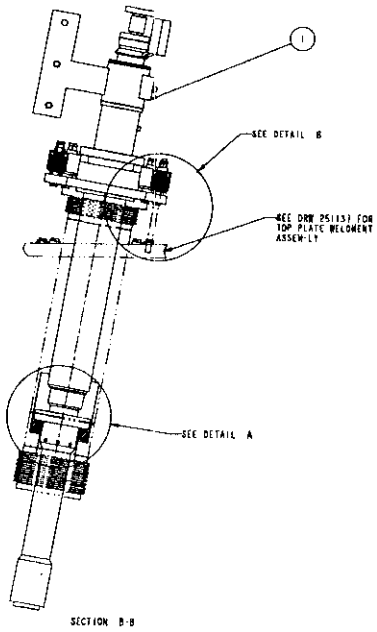
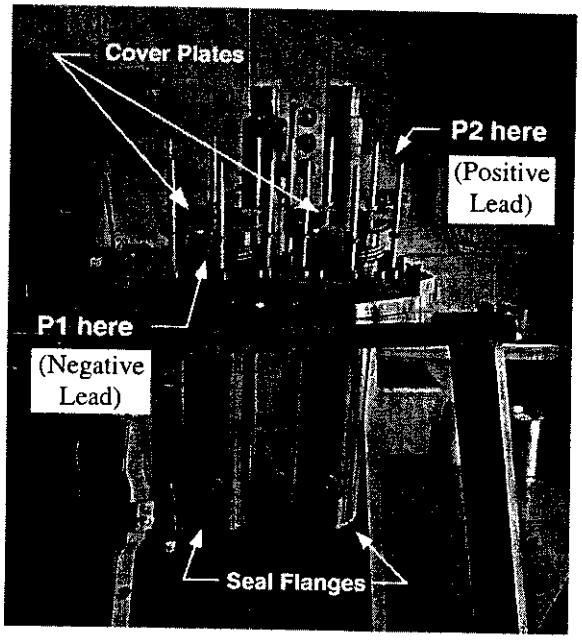

Figure 1.21a HTS Lead in Test Chimney. Note: CERN chimneys do not have bellows.
Figure 1.21b Locations of the negative and positive leads.
1.21 Install the lead in the chimney per Figure 1.21a until the lower sealing flange bottoms out. The flag should be toward the bayonet connections on the insert. The negative lead is installed on the left hand side, and the positive lead is installed on the right hand side as shown in Figure 1.21b.